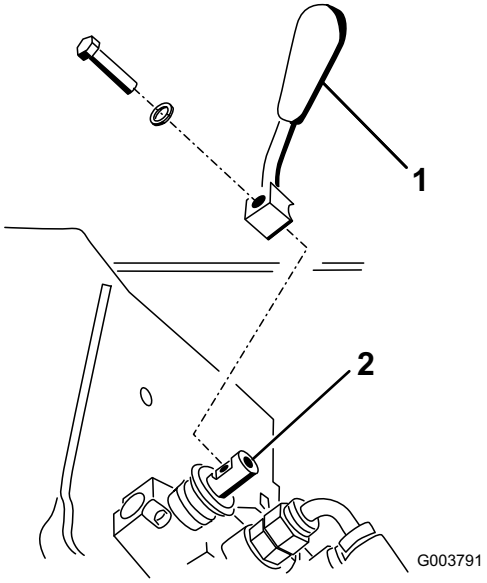

Figure 3
2. Secure the lever to the speed selector valve using the bolt and washer as illustrated in Figure 3.